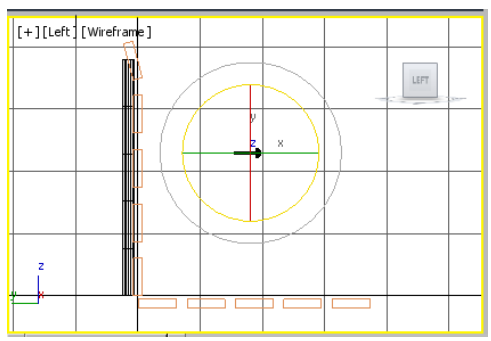

Figure 2-76 *Rotating rivet001 in the Left viewport*
2. In the **Offset:Screen** area of the **Rotate Transform Type-In** dialog box, enter **-90** in the **Z** spinner and press ENTER; *rivet001* gets rotated, as shown in Figure 2-76. Now, close the **Rotate Transform Type-In** dialog box.